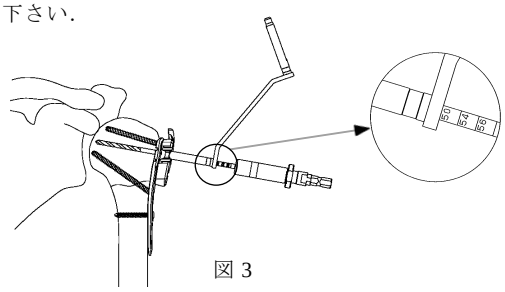

図 3
2) 近位部にガイドブロックを取り付け，2.9-3.2 ドリルスリーブを装着し，イメージインテンシファイヤー（X 線透視）で確認しながら，3.2 ドリルにてドリリングします．（図 3）